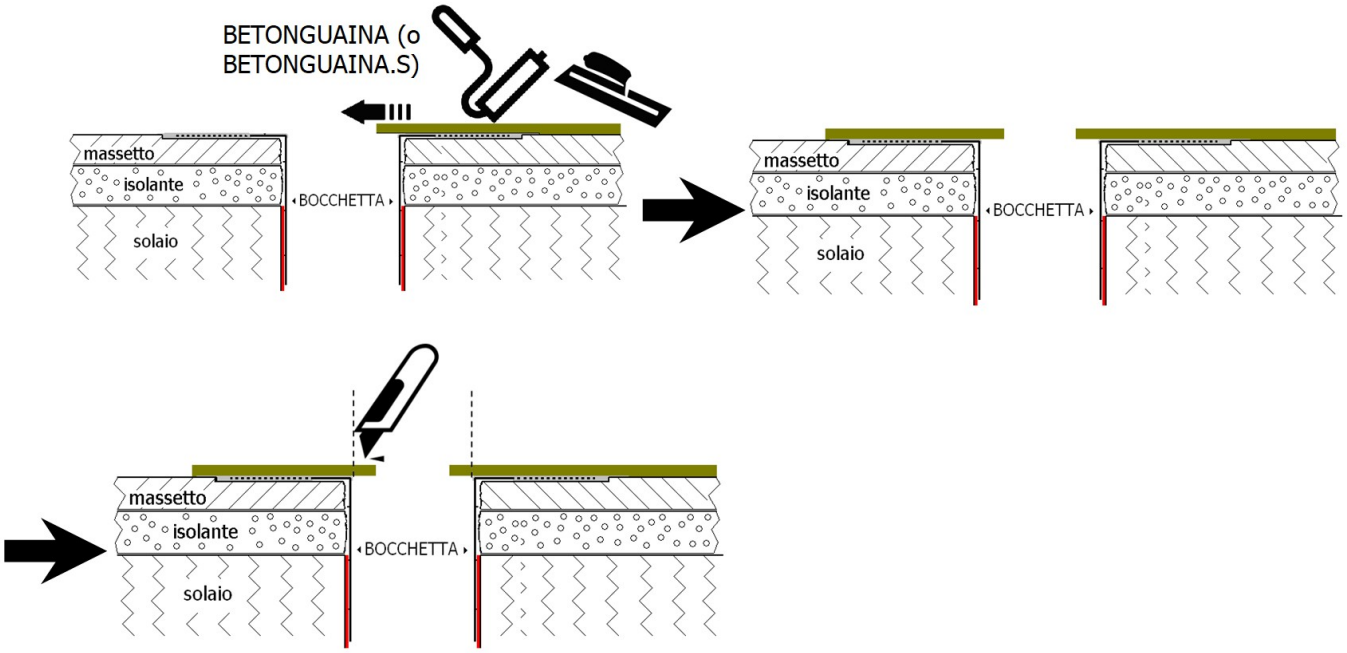

Fig. 5: realizzazione del manto impermeabilizzante e finitura
► *Realizzazione del manto impermeabilizzante (vedi Fig. 5)*